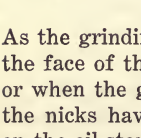

Fig. 85.
73. Grinding Edge Tools.—A grindstone or emery wheel is used for grinding chisels and plane blades. Water is used on the grindstone while grinding to wash away the particles of steel and stone and to prevent friction from heating the edge and drawing its temper. The emery wheel is used without water or oil. The surface of a grinding stone must be kept smooth and straight in order that edged tools may be ground squarely. It should run true and revolve toward the tool. In grinding, a blade is held firmly and at a constant angle to give it a true, straight bevel. For planes and chisels, an angle of from 20 to 30 degrees is sufficient. As the grinding proceeds, the tool is moved from left to right across the face of the grinding wheel. When the bevel has been completed or when the ground surface has reached the cutting edge and all of the nicks have been ground out, the blade is sharpened or finished on the oil-stone. See Fig. 85.